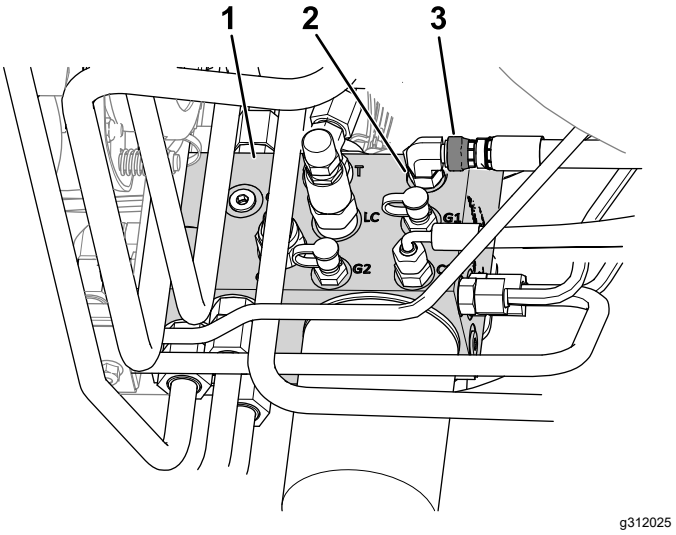

**Figura 9**
B. Allentate il dado girevole del flessibile collegato alla porta C1 del collettore idraulico (Figura 9).
E. Serrate il dado girevole del flessibile sull'apertura C1 (Figura 9) a 41 N·m.